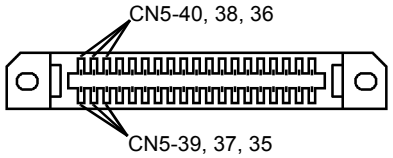

Рисунок 8 Разъем RIS
- Измерьте сопротивление между CN5-40 и CN5-38 (Рисунок 8).
- Измерьте сопротивление между CN5-38 и CN5-36 (Рисунок 8).